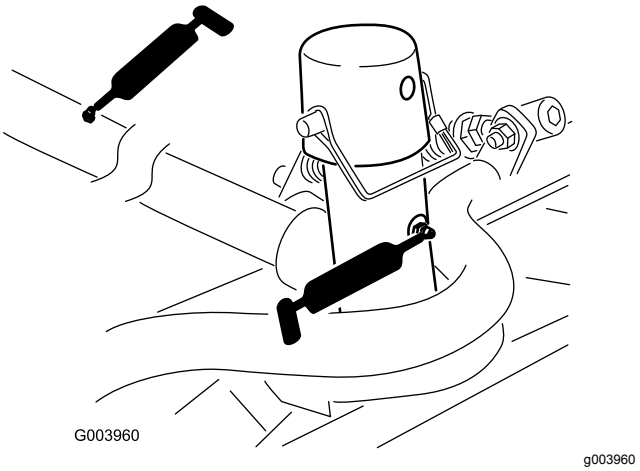

**Figur 78**
- Bæreramme og dreietapp for klippeenhet (2 hver) (Figur 78)